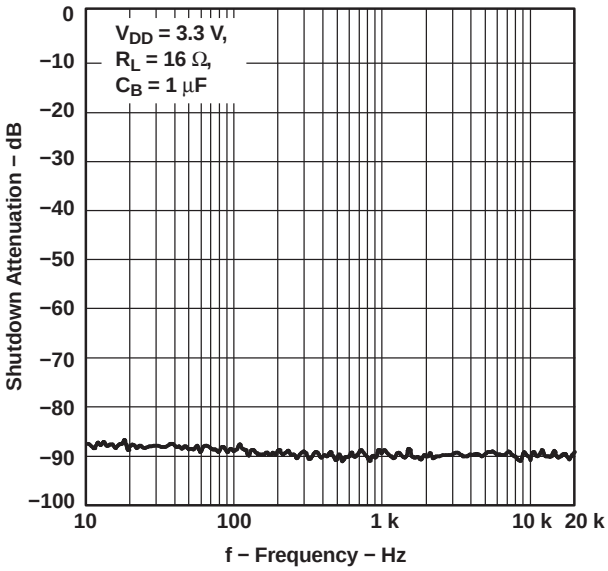

Figure 25.
- Changed Figure 25, From: frequency limit at 1M To: frequency limit at 20K 11